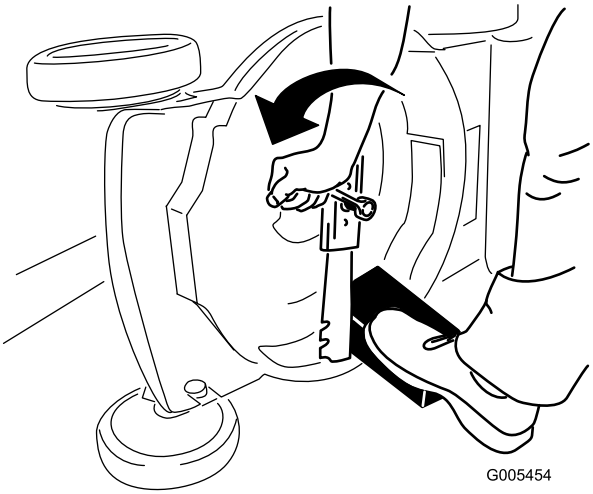

Figura 25
3. Utilice un bloque de madera (no incluido) para inmovilizar la cuchilla (Figura 25).
4. Retire la cuchilla, conservando todos los herrajes de montaje (Figura 25).